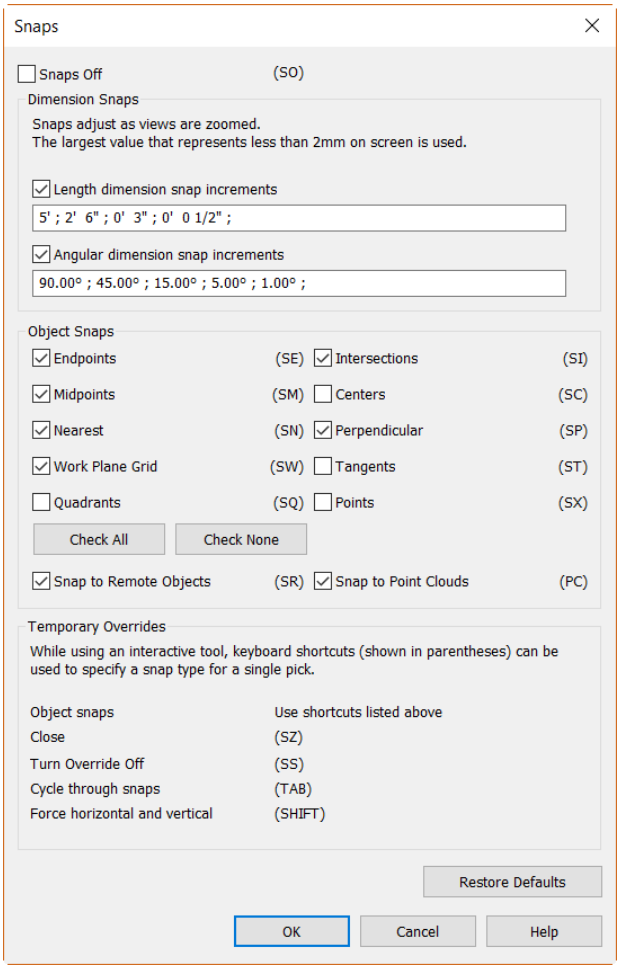

Figure 2-40 *The* ***Snaps*** *dialog box*
1. Choose the **Snaps** tool from the **Settings** panel of the **Manage** tab; the **Snaps** dialog box is displayed, as shown in Figure 2-40.